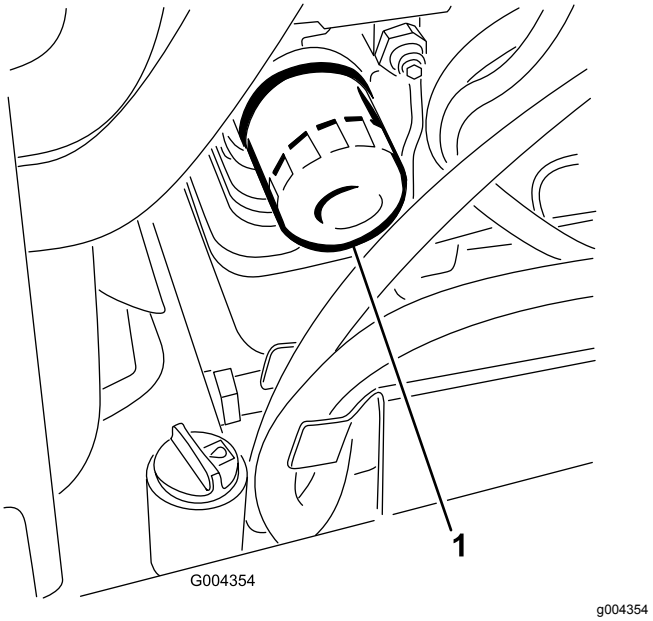

Figur 34
4. Ta bort det gamla filtret (Figur 34) och torka rent ytan på filteradapterpackningen.